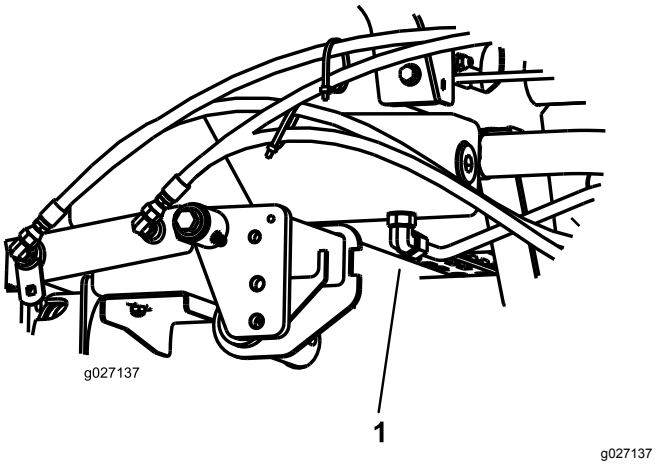

Figur 73
3. Plasser et stort tappefat under nippelen som er festet til bunnen av den hydrauliske væskebeholderen (Figur 73).